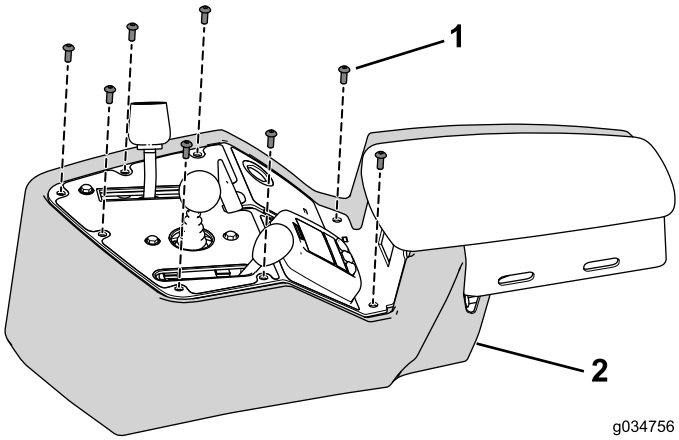

图31
1. 使用之前卸下的 8 个螺栓，将控制台盖固定至控制台总成（图31）。